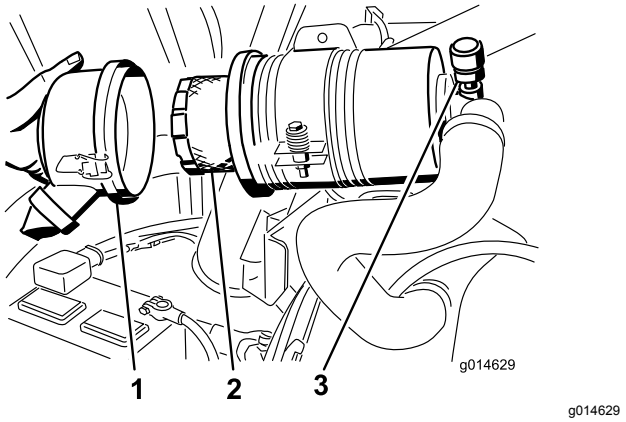

Figur 47
4. Ta ut og skift ut filteret (Figur 47).